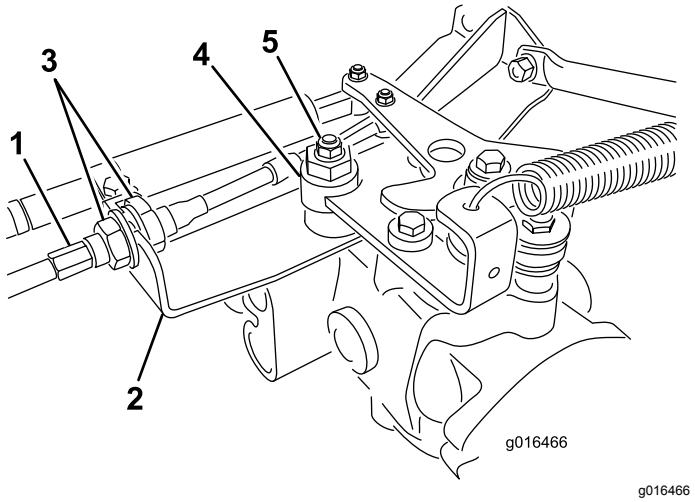

**Figur 43**
A. Lossa båda kontramuttrarna som säkrar drivkabeln till motorväggen på hydrostaten (Figur 43). Se till att lossa kontramuttrarna lika mycket och tillräckligt för att kunna göra en justering.
**Obs:** Lossa muttern som fäster excenterbulten på hydrostatens ovandel (Figur 43).
E. När hjulet slutar rotera drar du åt muttern som låser excenterbulten och justeringen (Figur 43).
G. Dra åt låsmuttrarna jämnt på båda sidor av motorväggen och säkra drivkabeln vid motorväggen (Figur 43). Vrid inte kabeln.